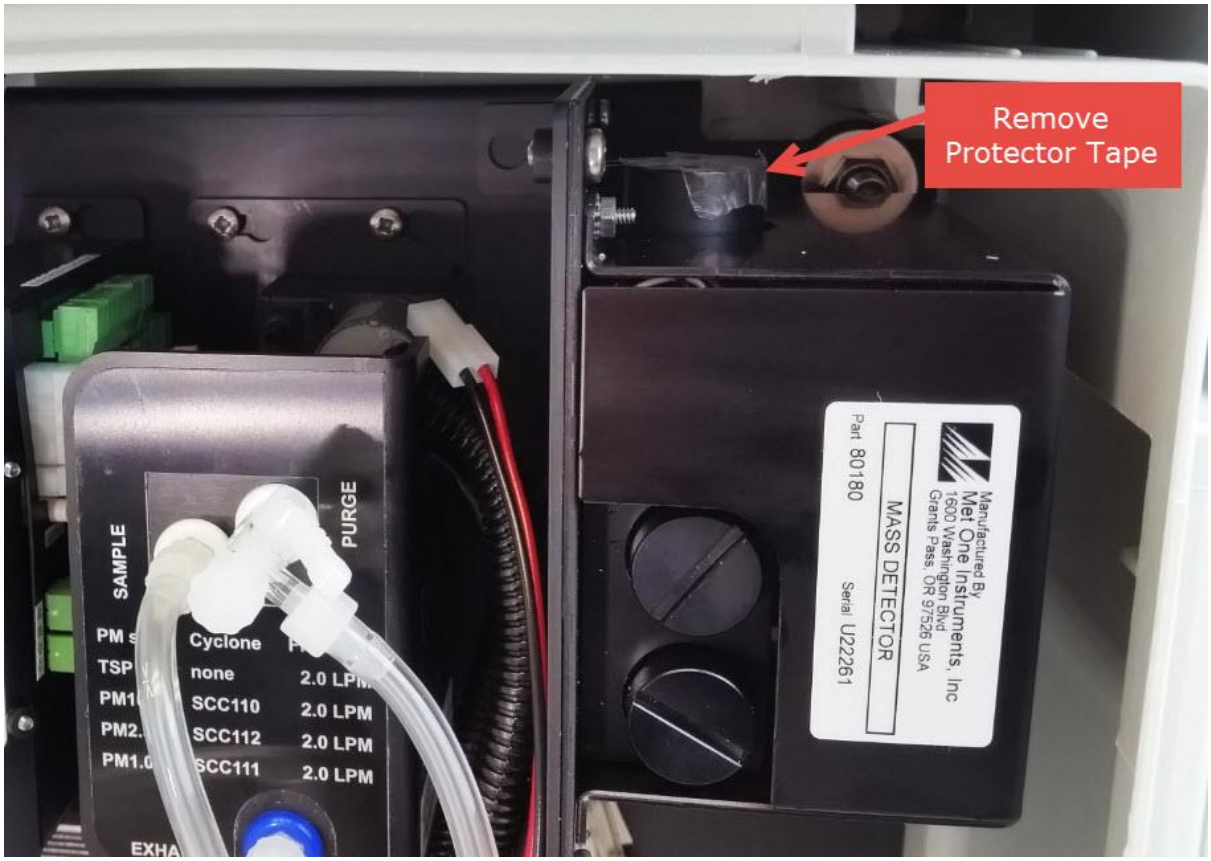

Figure 2-5 Remove the protective tape from the PM inlet
- The Particle Monitor and Particle Profiler ship from the factory with a thin film of tape which protects the inlet, this must first be removed as shown in Figure 2-5.